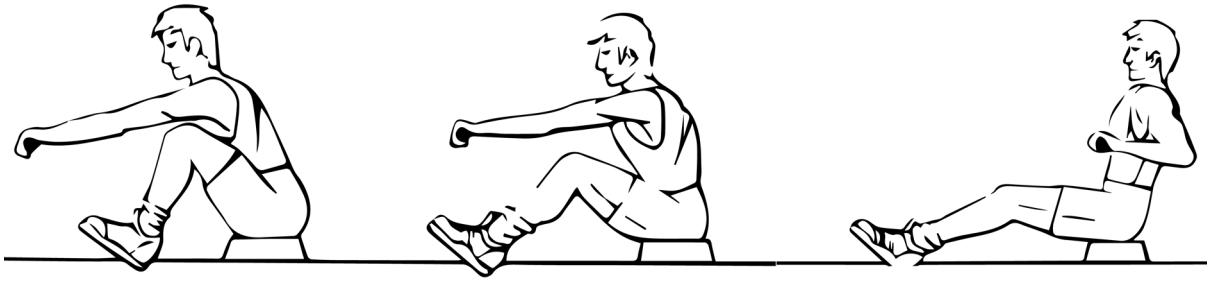

Fig. 1 Fig. 2 Fig. 3
2. Colóquese en posición inicial e inclínese hacia delante con los brazos extendidos y las rodillas dobladas (fig. 1).